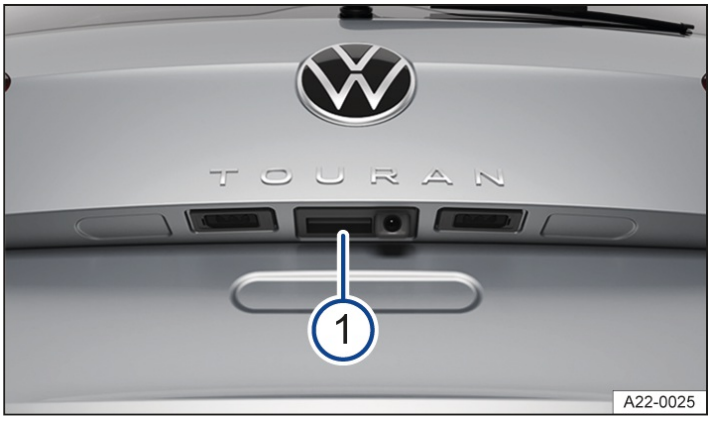

Fig. 1 On the outside of the trunk lid: button to open the trunk lid (general example).
2. Raise the trunk lid using the button → *fig. 1*.